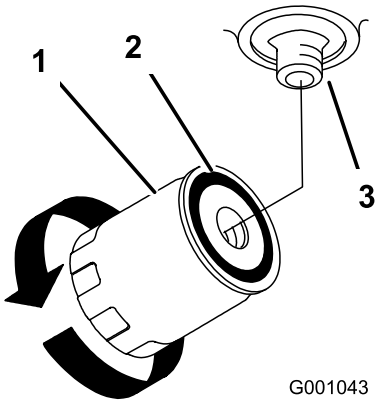

Figuur 75
7. Smeer een dun laagje hydraulische vloeistof op de rubberen pakking van het nieuwe filter (Figuur 75).
9. Vul de hydraulische tank met hydraulische vloeistof totdat de vloeistof over het filter stroomt. Draai vervolgens het oliefilter rechtsom totdat de rubberen pakking contact maakt met het filtertussenstuk. Draai het filter daarna met de hand nog een extra 1/2 slag vast (Figuur 75).